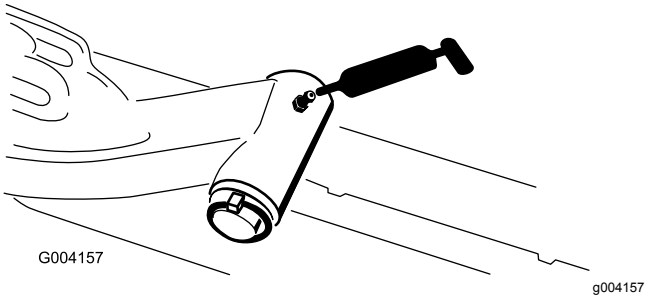

Figur 47
- Løftearmsdreietappaksel (1 hver) (Figur 47)